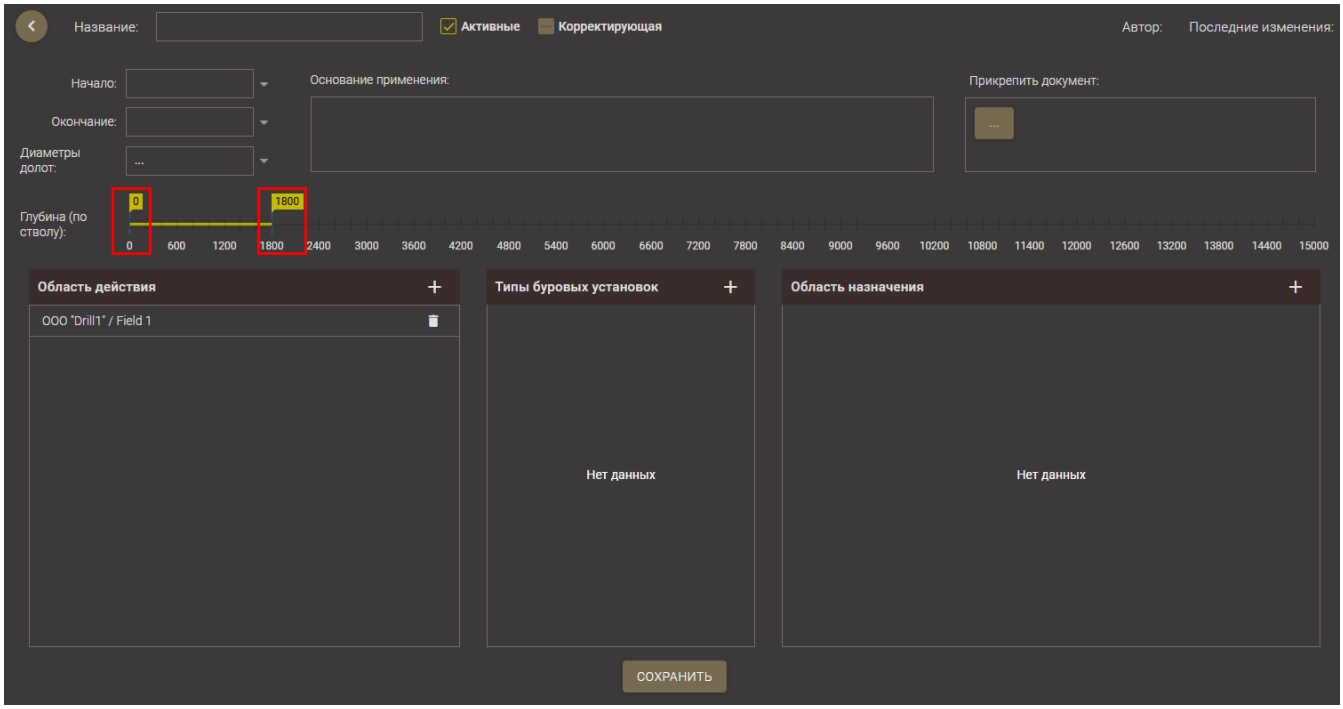

Рис. 2.9
- *Глубина (по стволу)* – глубина, на которой будет действовать карта. Устанавливается с помощью перетаскивания границ (рис. 2.9).